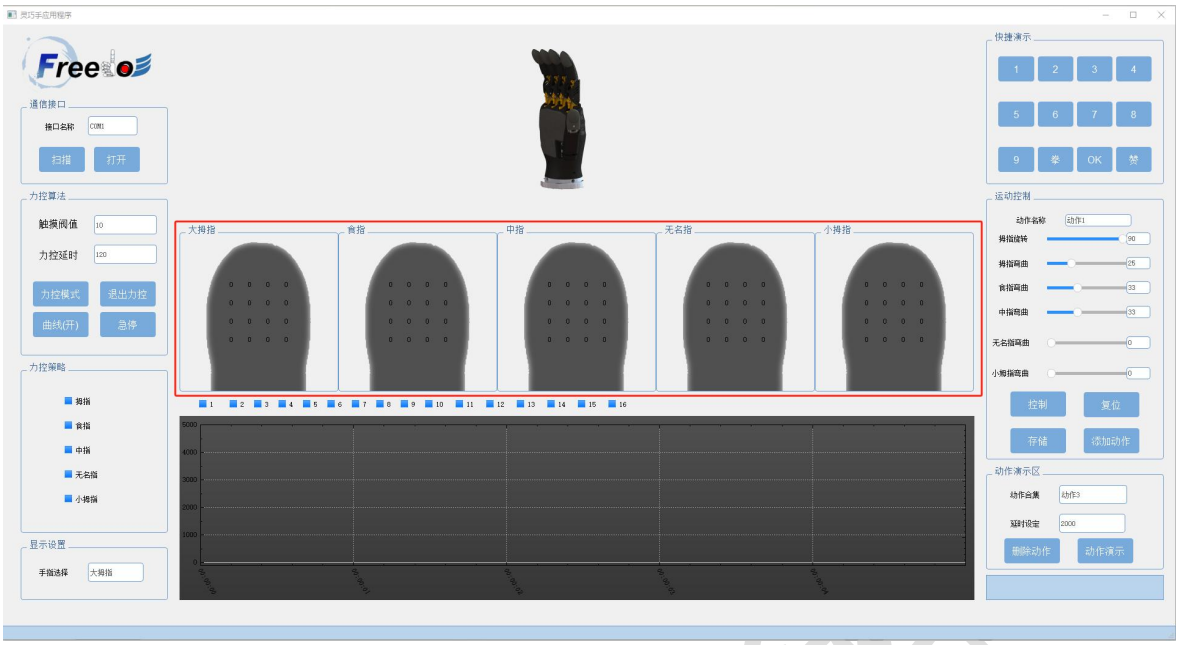

图. 5-9 采集瞬时值显示
1. 下图 5-9 数据表格实时显示所有指关节各个传感器的数据值，动态监测传感器数值状态。通过切换传感类型选项卡，切换显示各类型传感值。